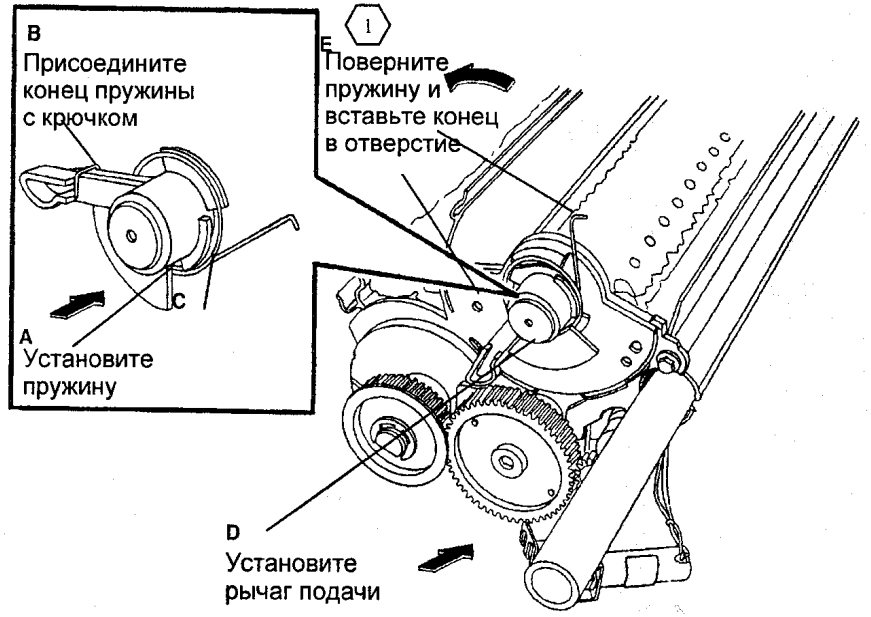

Рис. 2 Установка возвратной пружины
1. (РИС. 2): УСТАНОВИТЕ ВОЗВРАТНУЮ ПРУЖИНУ.